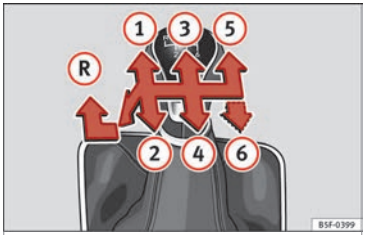

Fig. 42 Gear shift pattern of a 5 or 6-speed manual gearbox
The position of the gears is indicated on the gearbox lever ››› **Fig. 42**.
- With the gearbox lever in neutral, push it upwards, move it to the left as far as it will go and then forwards to select reverse ››› **Fig. 42** (R).